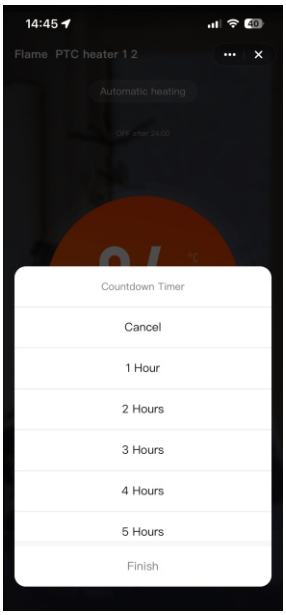

Imagen10
4. Pulse «Temporizador de cuenta atrás» para acceder a la imagen 10.